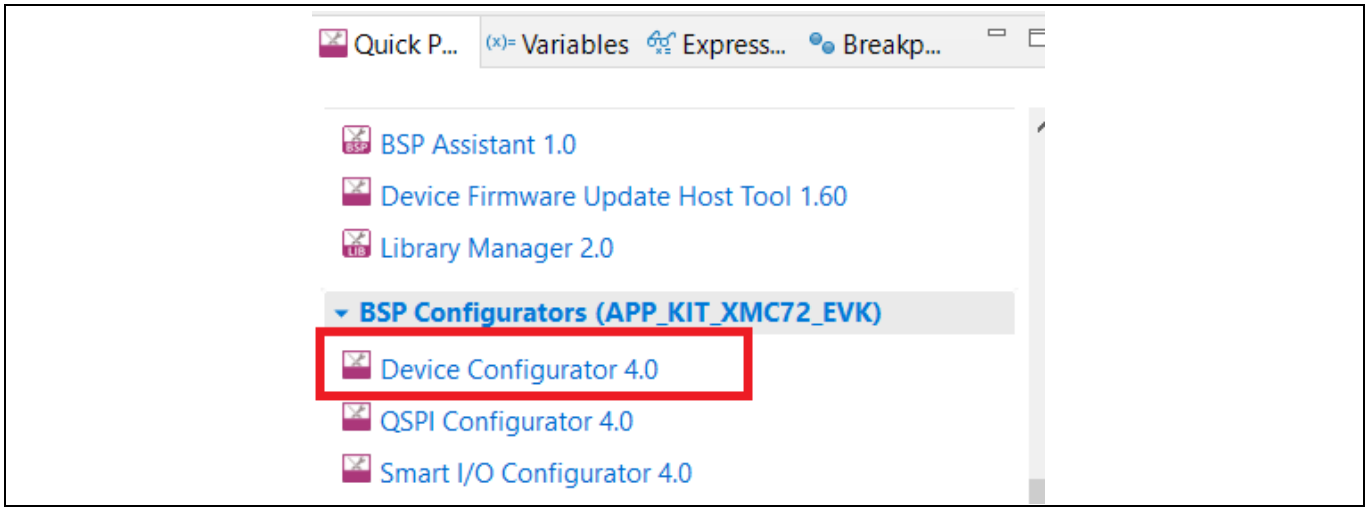

**Figure 16 Device Configurator in ModusToolbox™**
1. Double-click the Device Configurator on the left Quick Panel as shown in Figure 16. or you can also double-click the *design.modus* file to open the Device Configurator in your project, *\bsps\TARGET_APP_KIT_XMC72_EVK\config\design.modus*.